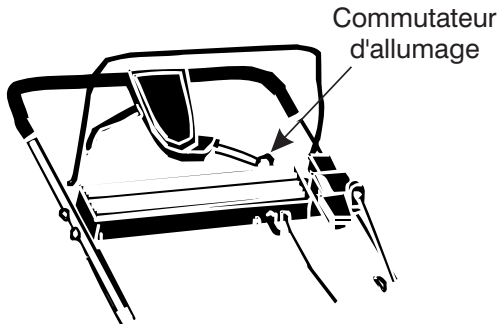

Figure 4-(Modèles à démarrage électrique seulement)
- Tournez la clé de contact vers la droite pour mettre le moteur en route. Lâchez la clé quand le moteur tourne. Voir la Figure 4.
Le commutateur d'allumage est placé sur le panneau gauche.Voir la Figure 4.